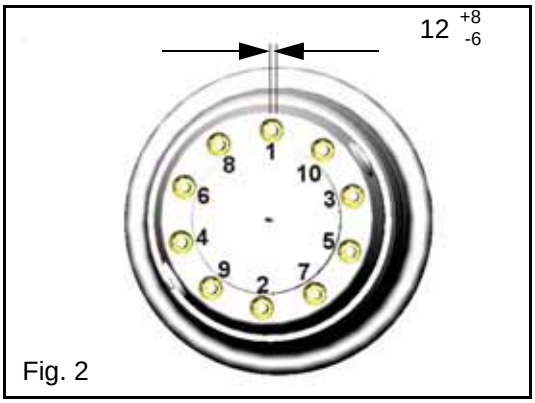

Fig. 2
- Insert the lock-ring with the aid of specific tools or with levers and a suitable mallet. Check correct seating of the lock-ring by measuring the dimension of the gap shown in Fig 2.